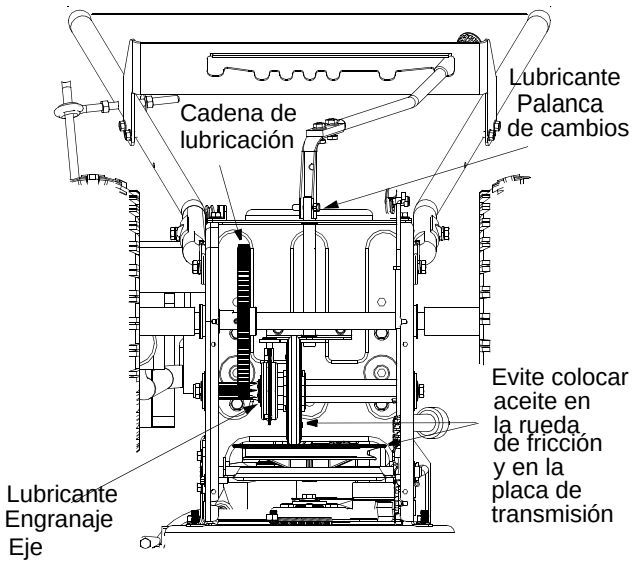

Figura 8
- **Mecanismo de transmisión y desplazamiento:** Quite la cubierta posterior. Por lo menos una vez por temporada lubrique las cadenas, las ruedas dentadas, los engranajes, los cojinetes, los ejes y el mecanismo de desplazamiento. Ver Figura 8. Use aceite para motores o un lubricante para rociar. Evite los derrames de aceite sobre la rueda de fricción de caucho y sobre la placa de transmisión de aluminio.